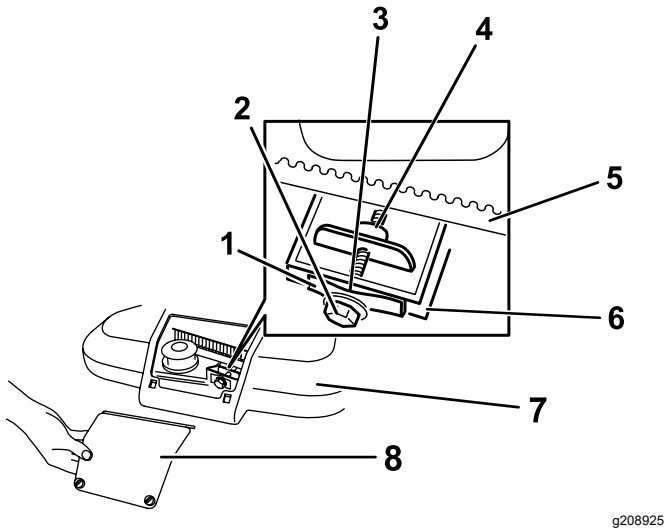

Figure 32
1. Desserrez les 2 fixations quart-de-tour sur le panneau d'accès au couvercle de courroie et déposez le panneau (Figure 32).
Remarque: Si un espace est visible entre la jauge et le ressort, serrez le boulon et l'écrou de réglage jusqu'à ce que la jauge d'épaisseur puisse à peine passer dans l'espace (Figure 32).